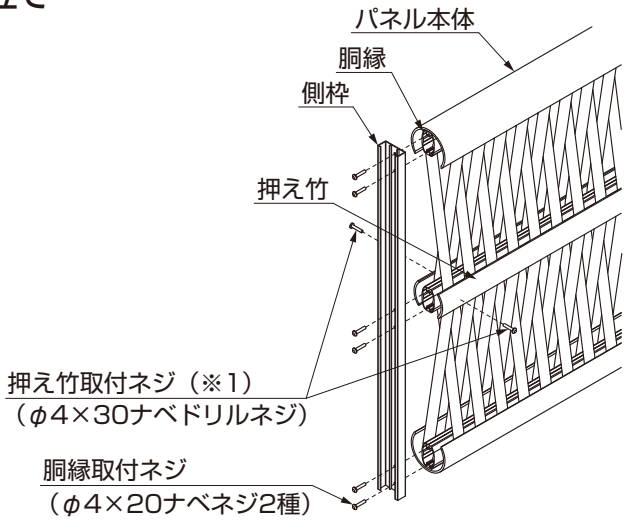

図2-3
①パネル切り捨て側の側枠と胴縁取付ネジを取り外して、パネル使用側に組付けてください。（図2-3参照）